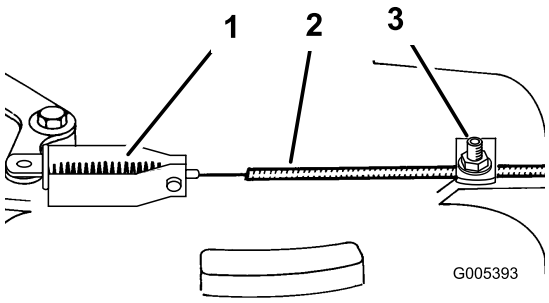

Rysunek 33
3. Poluzuj śrubę zaciskową linki aż do momentu, gdy kanał kablowy zacznie się zsuwać (Rysunek 33).